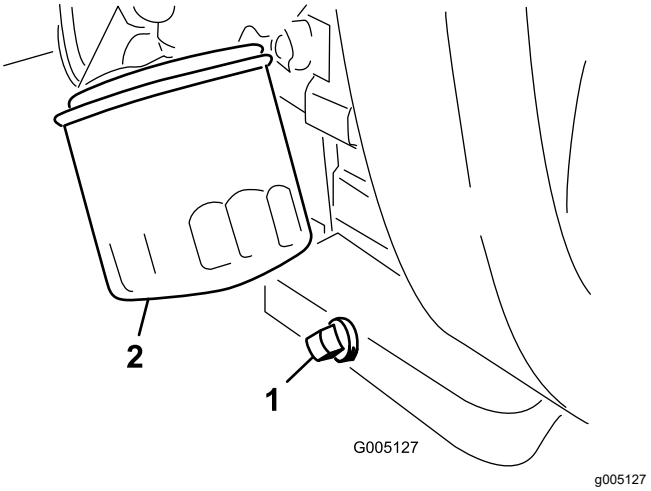

Figuur 28
1. Verwijder de aftapplug (Figuur 28) en laat de olie in een opvangbak lopen.
2. Maak de schroefdraad van de aftapplug schoon, breng PTFE afdichtmiddel aan en monteer de aftapplug (Figuur 28).
3. Verwijder het oliefilter (Figuur 28).